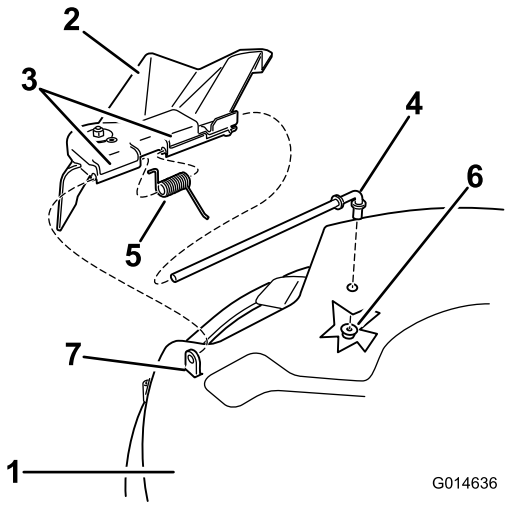
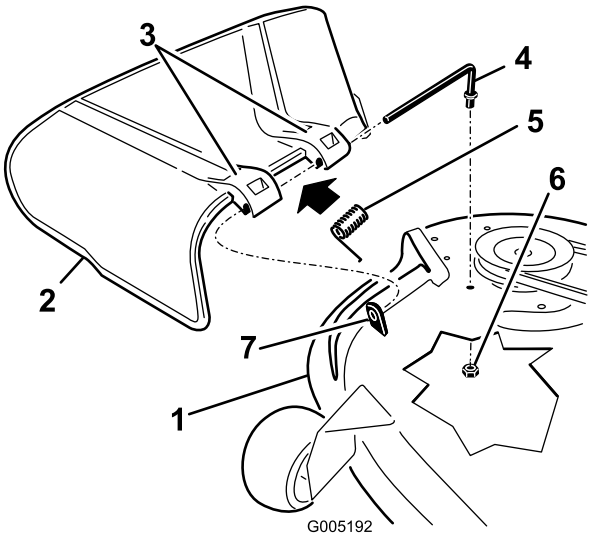

Figuur 66
Figuur 67
1. Ga naar de onderdelen die worden getoond in Figuur 66 en Figuur 67.
2. Verwijder de moer (3/8 inch) van de stang onder het maaidek (Figuur 67).
3. Schuif de stang uit de korte afstandhouder, veer en grasgeleider (Figuur 67).
5. Monteer de grasgeleider (Figuur 67).
7. Plaats de veer op de stang, met de einddraden omlaag, tussen de beugels van de grasgeleider. Schuif de stang door de tweede beugel van de grasgeleider (Figuur 67).
9. Bevestig de achterzijde van de stang aan de maaier met een moer (3/8 inch), zoals geïllustreerd in Figuur 67.